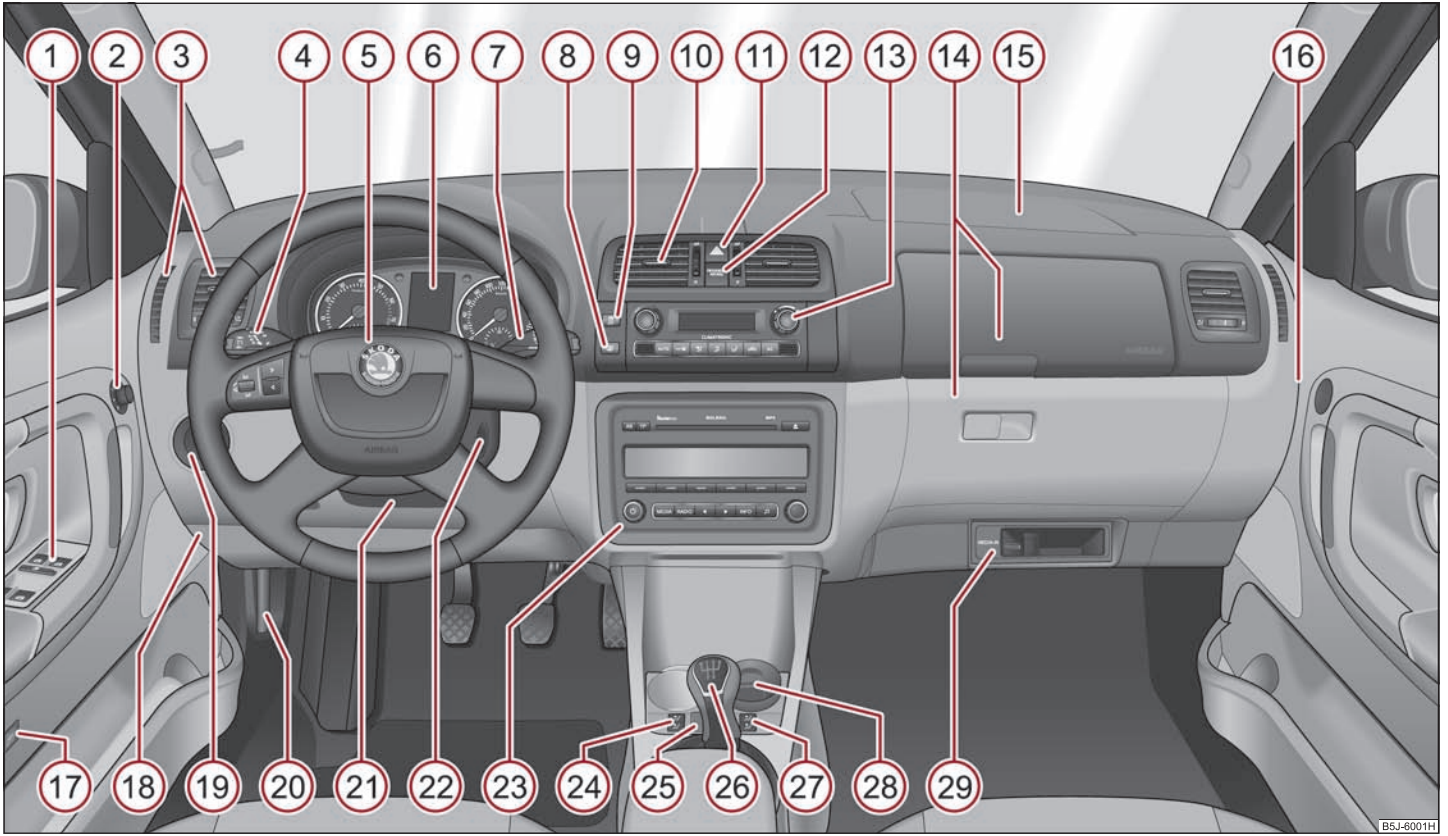

Fig. 1 Algunos de los equipamientos que aparecen en la figura se encuentran únicamente en determinadas versiones de un modelo o son equipamientos múltiples.
- En los vehículos con dirección a la derecha, la disposición de los elementos de mando se diferencia en parte de la disposición mostrada ⇒ página 8, fig. 1. Sin embargo, los símbolos corresponden a cada uno de los elementos de manejo. ■